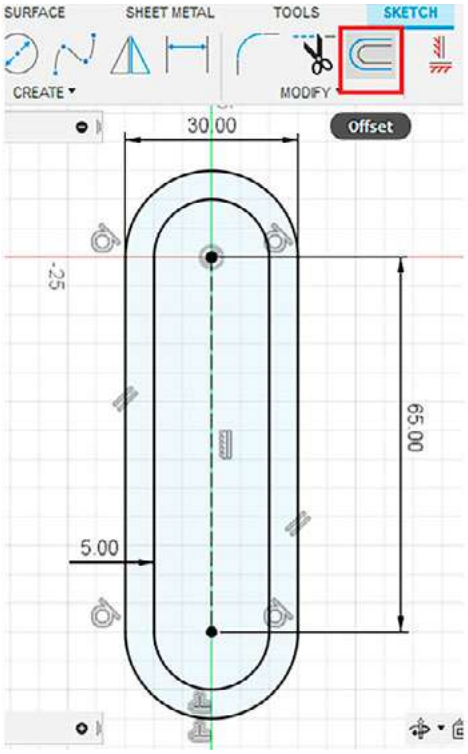

Рис. 5
2.4. С помощью инструмента OFFSET (смещение) во вкладке MODIFY сместите контур закладки внутрь профиля на 5 мм (рис. 5).